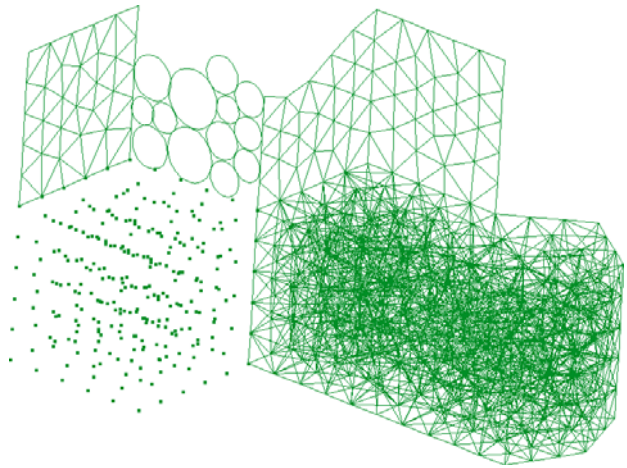

Figure 5. Generating a mesh on a volume using points.
9. Another window appears in which to enter the maximum element size. Leave the default value unaltered and click **OK**. The result is a mesh as illustrated in Figure 5.